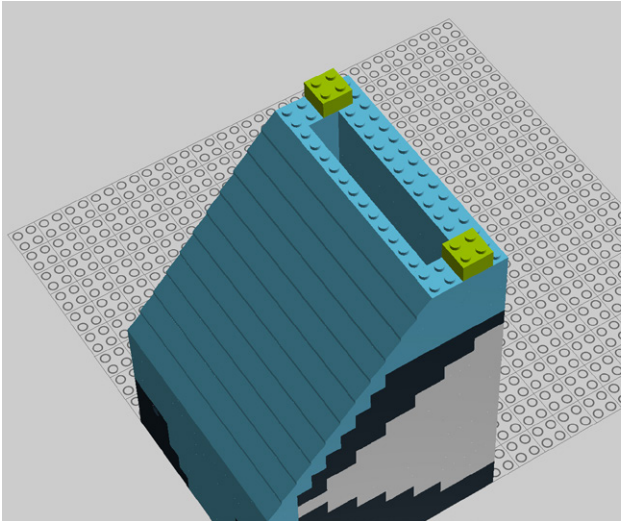

Figure 9-74. *Step 69: Attaching a pair of 2x2 translucent bricks*
69. Next, you need two 2x2 translucent bricks (Figure 9-74).